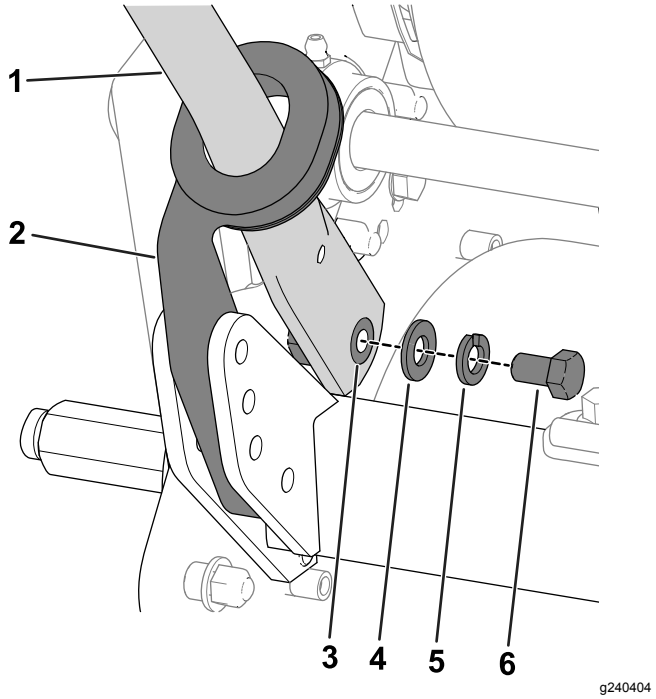

Figur 4
4. Klem håndtaksendene innover, og monter dem på monteringspinnene (Figur 4).
5. Fest håndtaket til monteringspinnene med boltene (⅜ tomme), skivene og låseskivene som du fjernet tidligere (Figur 4).